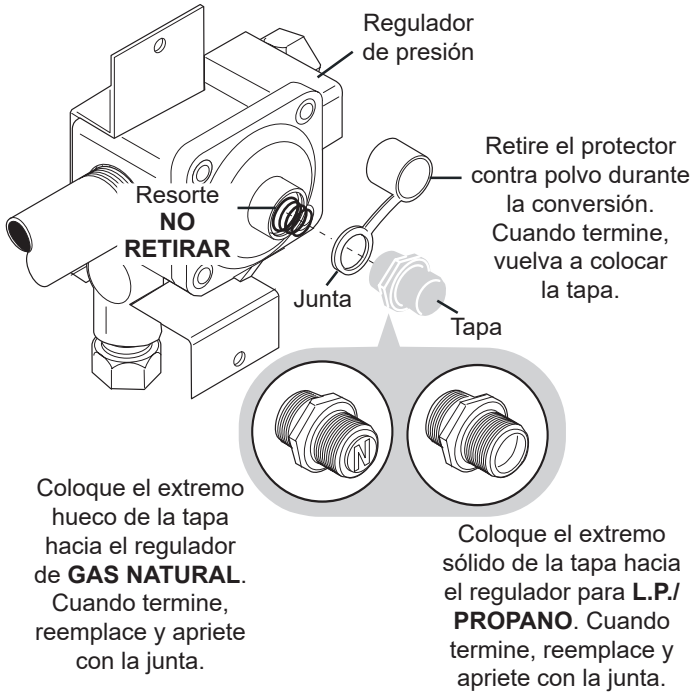
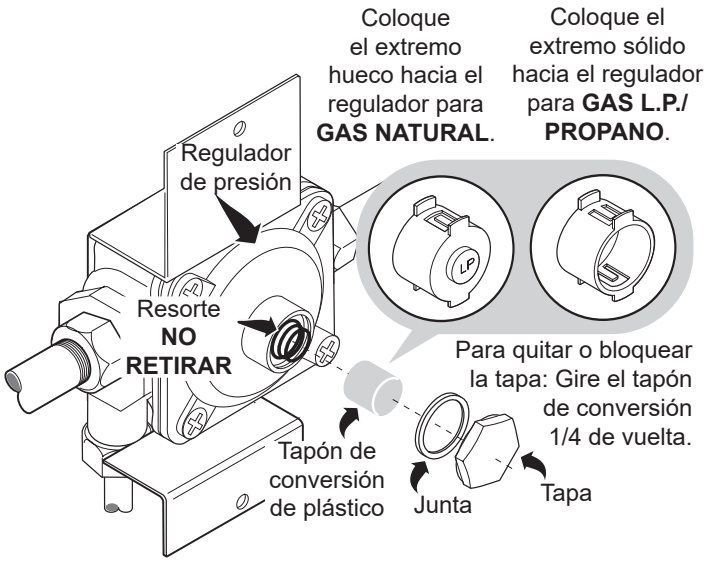

Figura 2
Figura 3
b. Retire el protector de polvo de la tapa (algunos modelos, consulte la Figura 2).
e. Siga las instrucciones de conversión restantes según el estilo de regulador de presión que se proporciona en la Figura 2 y Figura 3.